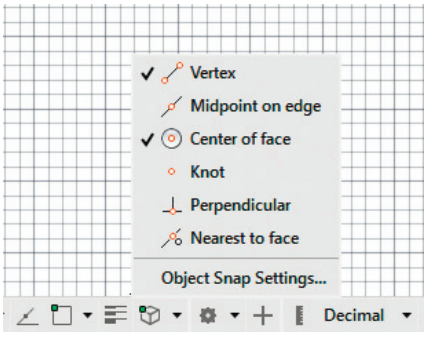

Рис. 2.23. Пример контекстного меню строки состояния
- *строка состояния* – вызывается щелчком правой кнопкой мыши на области строки состояния, где выводятся текущие координаты, либо на любой кнопке переключения режимов рисования или изменения настроек. Служит для переключения режимов рисования или изменения их настроек (рис. 2.23);